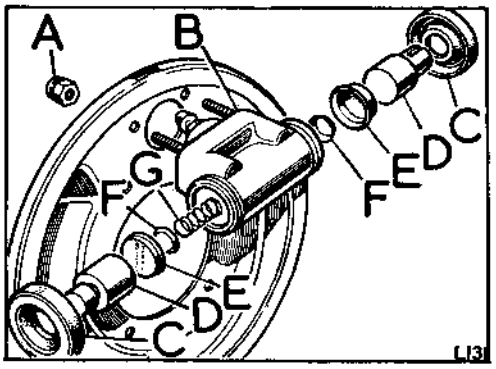

**Fig. H1-75. Wheel cylinder**
3. Assemble the wheel cylinder (see Fig. H1-75) ensuring that the seals are located with their flat back against the piston.